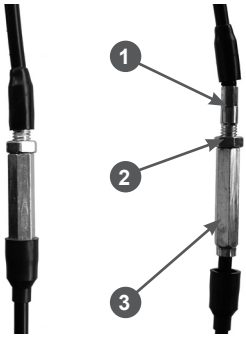

**Рис. 12 Механизм регулировки тросов дополнительный**
*Дополнительную регулировку тросов включения хода и включения шнеков в ограниченном диапазоне можно выполнить с помощью регулировочного механизма на каждом тросе (Рис. 12). Для этого ослабьте затяжку контргайки 2 и, выкручивая/закручивая регулировочный винт 1 в гайку 3, установите требуемую длину троса (Рис. 12).*